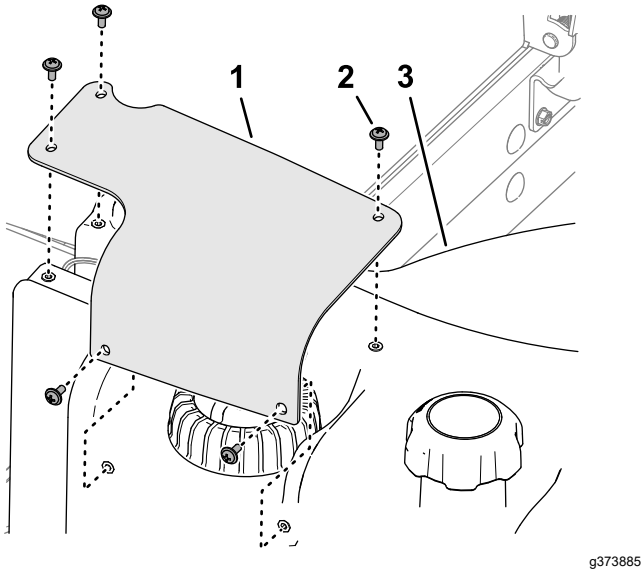

Figuur 95
7. Lijn de openingen in de kap van de brandstofsensor uit met de openingen in de brandstoftank en bevestig de kap aan de tank met de 5 kruiskopschroeven (Figuur 95).